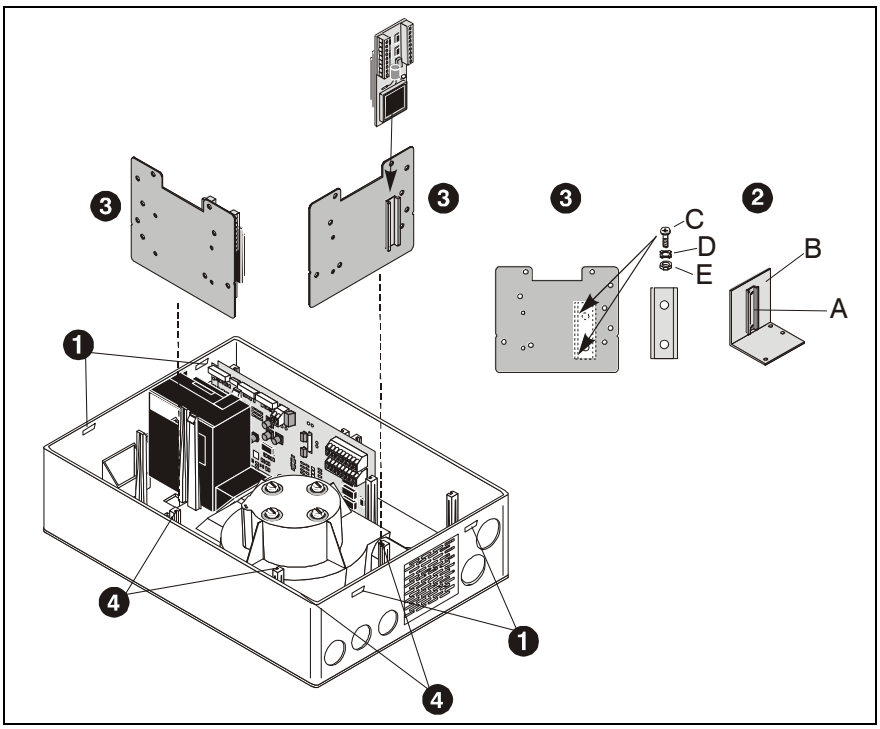

Рис. 5.18: Установка информационного модуля SPF 5300
2. Отвинтите монтажную шину (A) от крепежного уголка (B), входящего в комплект расширения.
3. Привинтите демонтированную монтажную шину на монтажную пластину. Для этого используйте 2 винта с потайной головкой (C) M3x6, 2 зубчатых шайбы (D) и 2 шестигранных гайки (E) M3 комплекта расширения.
5. Подсоедините информационный модуль (H) в соответствии со схемой подключения к TITANUS TOP-SENS® (см Рис. 5.18) и установите его на монтажную шину монтажной панели.